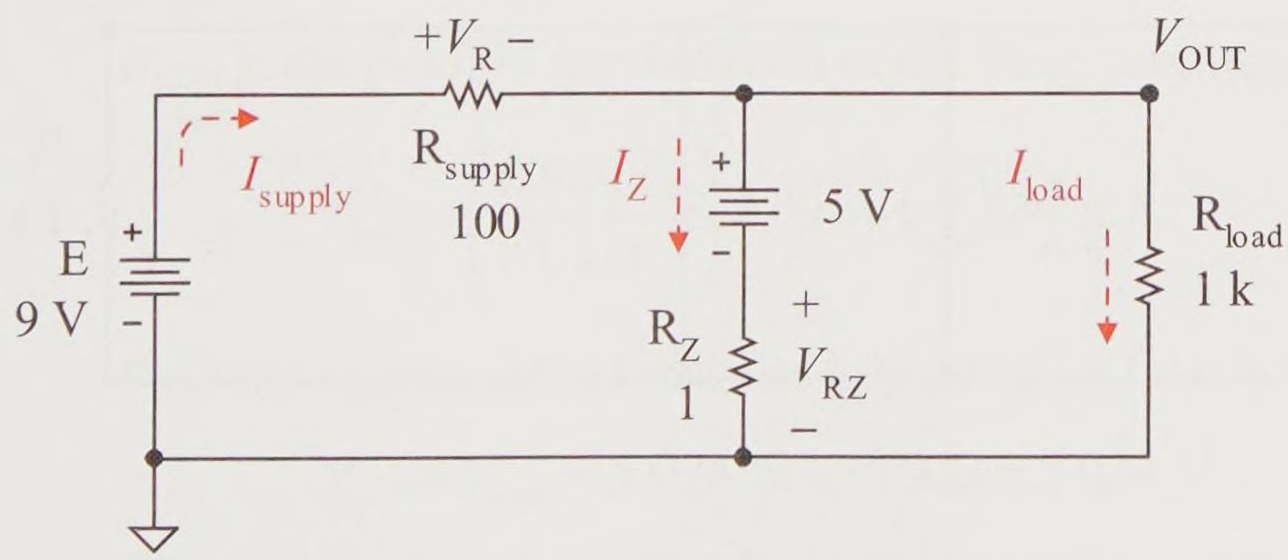

Figure 11-43(c) Zener regulator diode *second approximation model*
b. Replace the zener diode with its second approximation model of a 5 V supply in series with a 1 Ω zener resistance and redraw the modeled circuit as shown in Figure 11-43(c).